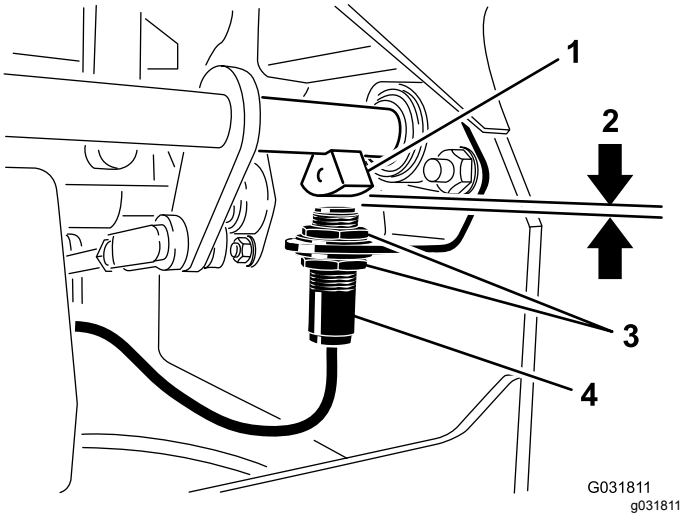

Rysunek 44
4. Przesuwaj przełącznik w górę lub w dół na wsporniku, aż odległość między czujnikiem wału hamulca i trzpieniem ruchomym przełącznika wyniesie 4 mm, jak pokazano na Rysunek 44.